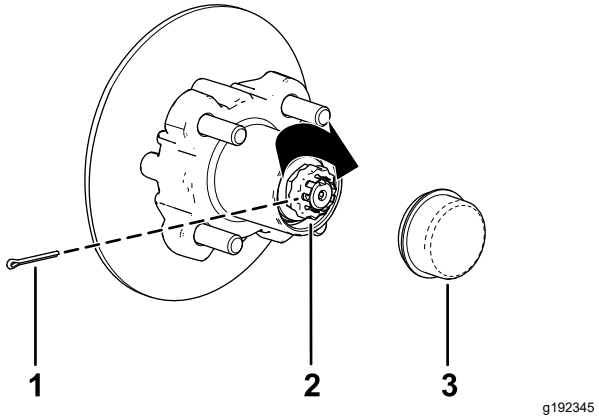

Figur 40
8. Montera hållaren över muttern och kontrollera inriktningen mellan skåran i hållaren och hålet i spindeln för saxpinnen (Figur 40).
9. Montera saxpinnen och böj benen runt hållaren (Figur 40).
10. Montera dammkåpan på navet (Figur 40).